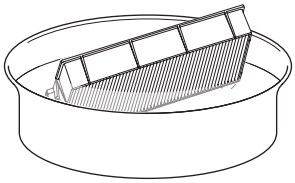

Fig. 1
1) Lavez le filtre à air. (Fig. 1)